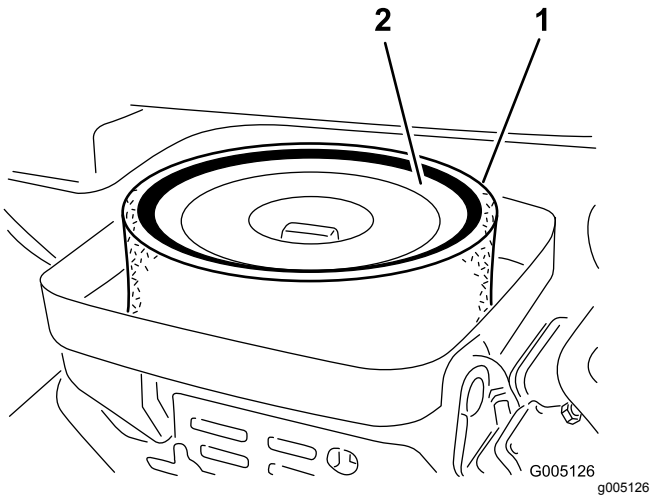

Figur 46
4. Hvis skumelementet er skittent, fjerner du det fra papirelementet (Figur 46). Rengjør den grundig, som følger: